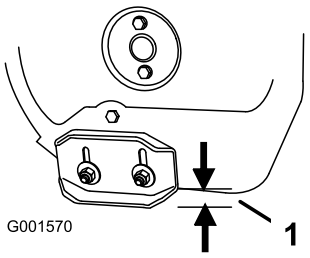

Figur 36
2. Lossa de muttrar som håller fast medarna på matarskruvens sidor, tills medarna enkelt kan flyttas upp och ned (Figur 36).